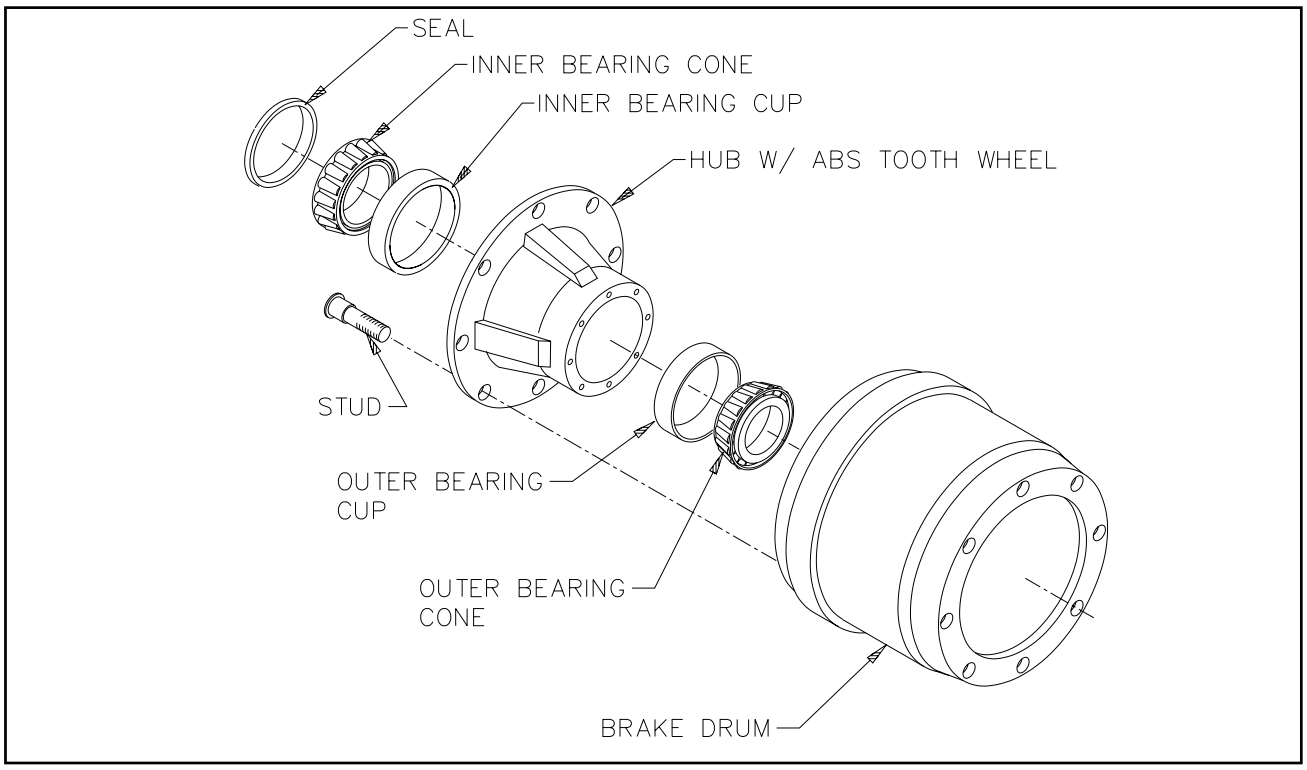
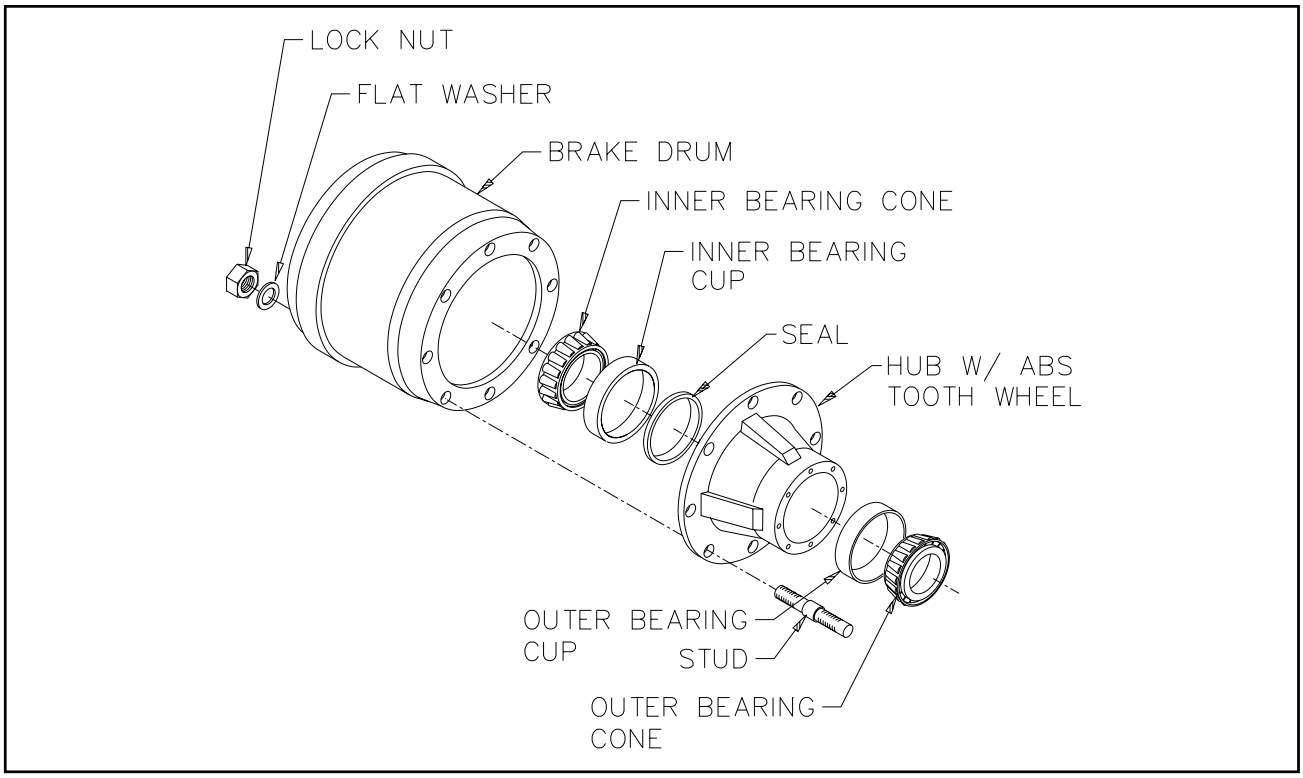

Figure 4-14 Outboard Mount Hub and Drum
Figure 4-15 Inboard Mount Hub and Drum
4-10.4 Replace the hub and drum as follows **(See Figure 4-14 and 4-15):**
a. For outboard mount hub and drum remove the brake drum **(See Figure 4-14)**. It may be necessary to release the slack adjuster. For inboard mount, **(See Figure 4-15)** remove drum after hub.
r. For Outboard Mounted Brake Drum **(See Figure 4-14)** place the drum over the hub and brake shoes being careful not to damage the threads on the studs. Make sure the drum seats flat against the hub flange and mates properly with the hub pilot. There should be no interference between the brake drum pilot chamfer and the corner radius on the hub. If interference exists, the hub will not be able to function properly.